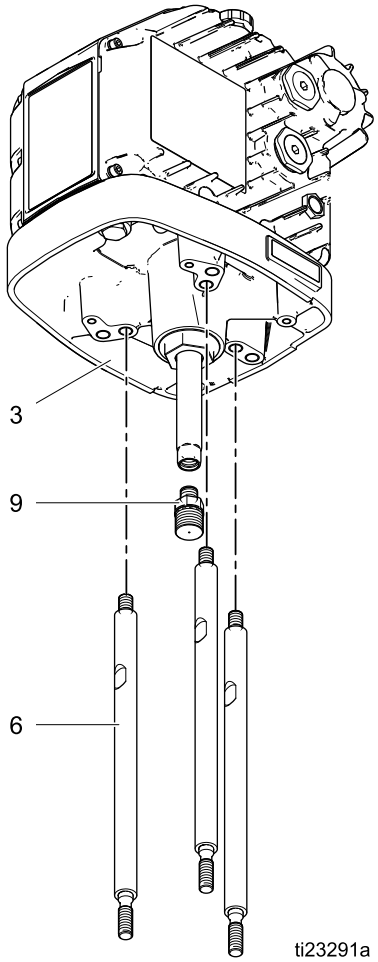

Figure 10 Montage de la pompe
1. Consultez la Fig. 10. Vissez les barres d'accouplement (6) dans le moteur (3) et serrez à un couple de 68-81 N•m (50-60 pi-lb).
2. Vissez l'adaptateur d'accouplement (9) sur l'axe de moteur et serrez à un couple de 122-135 N•m (90-100 pi-lb).